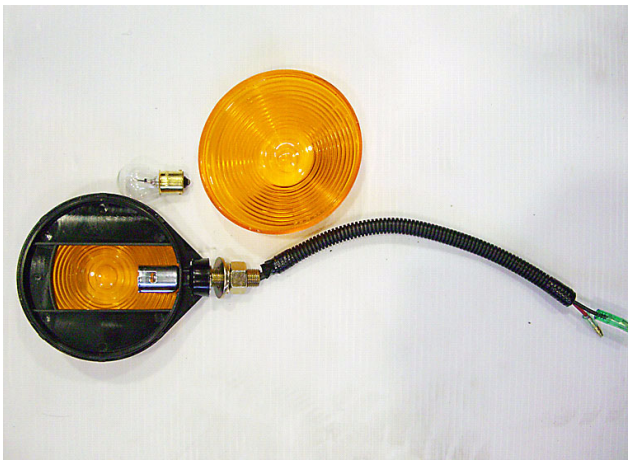

Fig. 5
6. In order to remove the turn signal / hazard light bulb **(Fig. 4, (Ref. # 5))**, insert a flatblade screwdriver between the amber lens cover and the housing and twist the screwdriver to remove the amber lens cover **(Fig. 5)**.